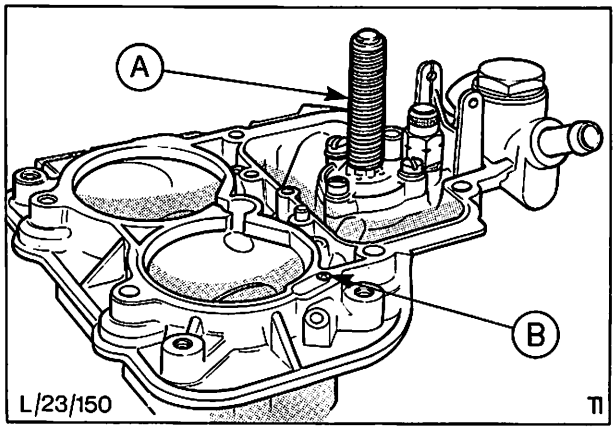

Abb. 69 Membraneinheit des Anreicherungsventils
15. Membraneinheit des Anreicherungsventils anbauen, Abb. 69.
Membran niedergedrückt halten, Unterdruckbohrung „B" in Abb. 69 mit einem Finger zuhalten, dann Membran loslassen. Bleibt die Membran unten, so dichtet sie am Vergaserdeckel richtig ab, Abb. 69.